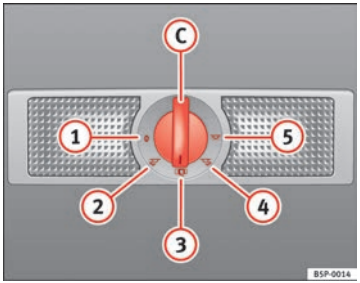

Fig. 82 Interior roof trim: rear interior lights and reading lights.
The switch ⇒ Fig. 82 (C) is used to select the following positions:
In switch position ⇒ Fig. 82 (1), the interior and reading lights are switched off.